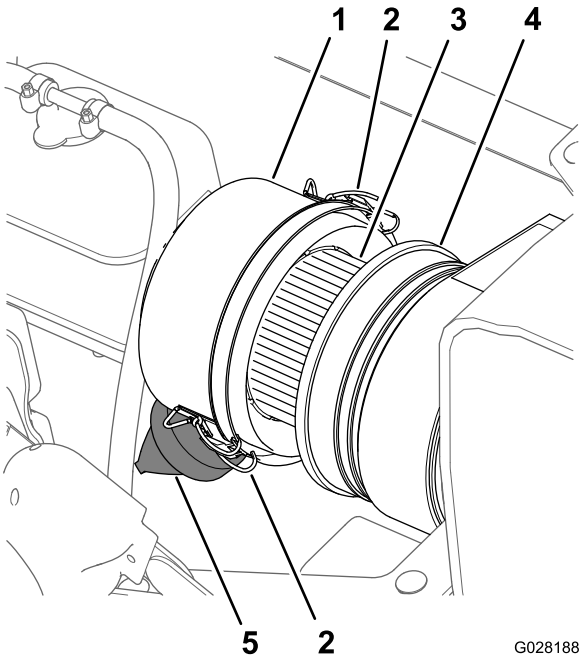

Figura 71
3. Limpie el tapón guardapolvo y el cuerpo del limpiador de aire (Figura 71).
4. Inspeccione la carcasa del limpiador de aire en busca de daños que pudieran causar una fuga de aire (Figura 71).
5. Apriete la válvula de polvo para limpiarla de suciedad, polvo y residuos (Figura 71).
7. Compruebe si el elemento del filtro de aire tiene una acumulación excesiva de suciedad, polvo y residuos (Figura 71).
8. Instale el tapón guardapolvo en el cuerpo del limpiador de aire, y sujete el tapón con los 2 enganches (Figura 71).
2. Limpie el tapón guardapolvo y el cuerpo del limpiador de aire (Figura 71).
6. Limpie el interior del tapón guardapolvo, la carcasa del limpiador de aire y la válvula de polvo con un trapo húmedo (Figura 71 y Figura 72).